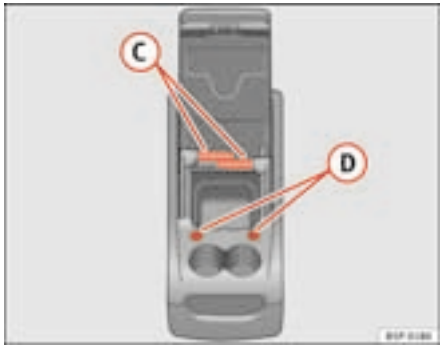

Fig. 112 Mobile stowage compartment Uses
To use the table (C) ⇒ page 140, fig. 112, it must be removed from its compartment on the side of the mobile stowage compartment and fitted into compartment (D) ⇒ page 140, fig. 112on the front section of the mobile stowage compartment.